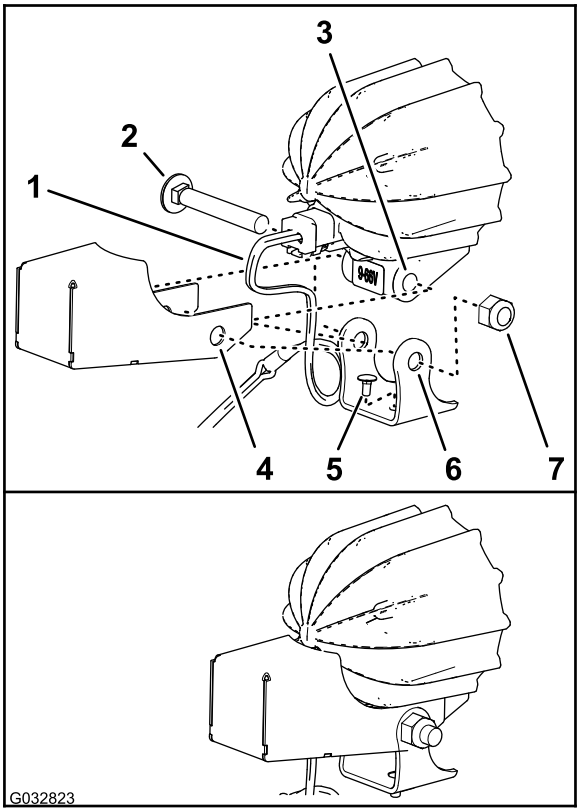

Figura 11
3. No caso de estar montado, remova o parafuso de carroçaria comprido e a porca que prende o suporte à armação da luz LED (Figura 11).
4. Certifique-se de que o parafuso de carroçaria curto fica montado através do orifício no fundo do suporte como se mostra na Figura 11.
5. Alinhe os orifícios no resguardo e suporte de montagem com os orifícios na armação da luz LED como se mostra na Figura 11.
6. Monte o resguardo e o suporte na armação da luz LED com o parafuso de carroçaria e a porca (Figura 11).